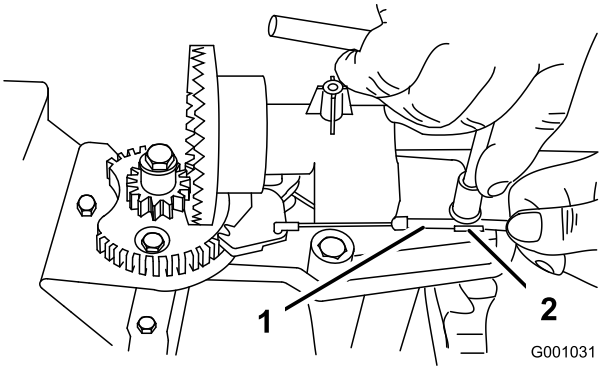
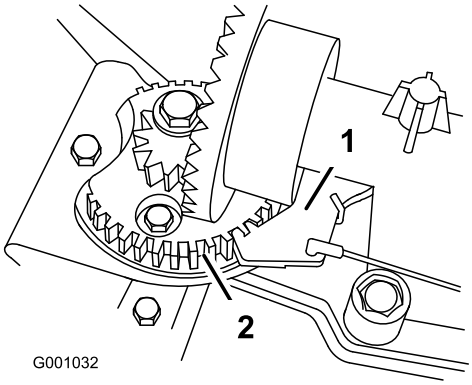

Rysunek 43
Rysunek 44
2. Odkręć śrubę na zacisku linki (Rysunek 43).
3. Chwyć kanał linki i przesuń go w kierunku przodu maszyny, aż zapadka tunelu wyrzutowego całkowicie zaczepi się o uzębienie koła zębatego (Rysunek 43 i Rysunek 44).
Informacja: Zapadka jest sprężynowa i automatycznie opadnie na uzębienie koła zębatego (Rysunek 44).